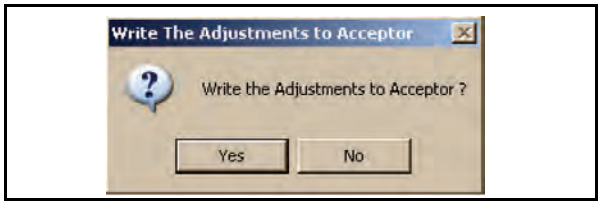

Figure 6-21 Write Adjustments to the Acceptor Request Screen
22. When the Non Paper Adjustment is finished, the message window shown in Figure 6-21 will appear.